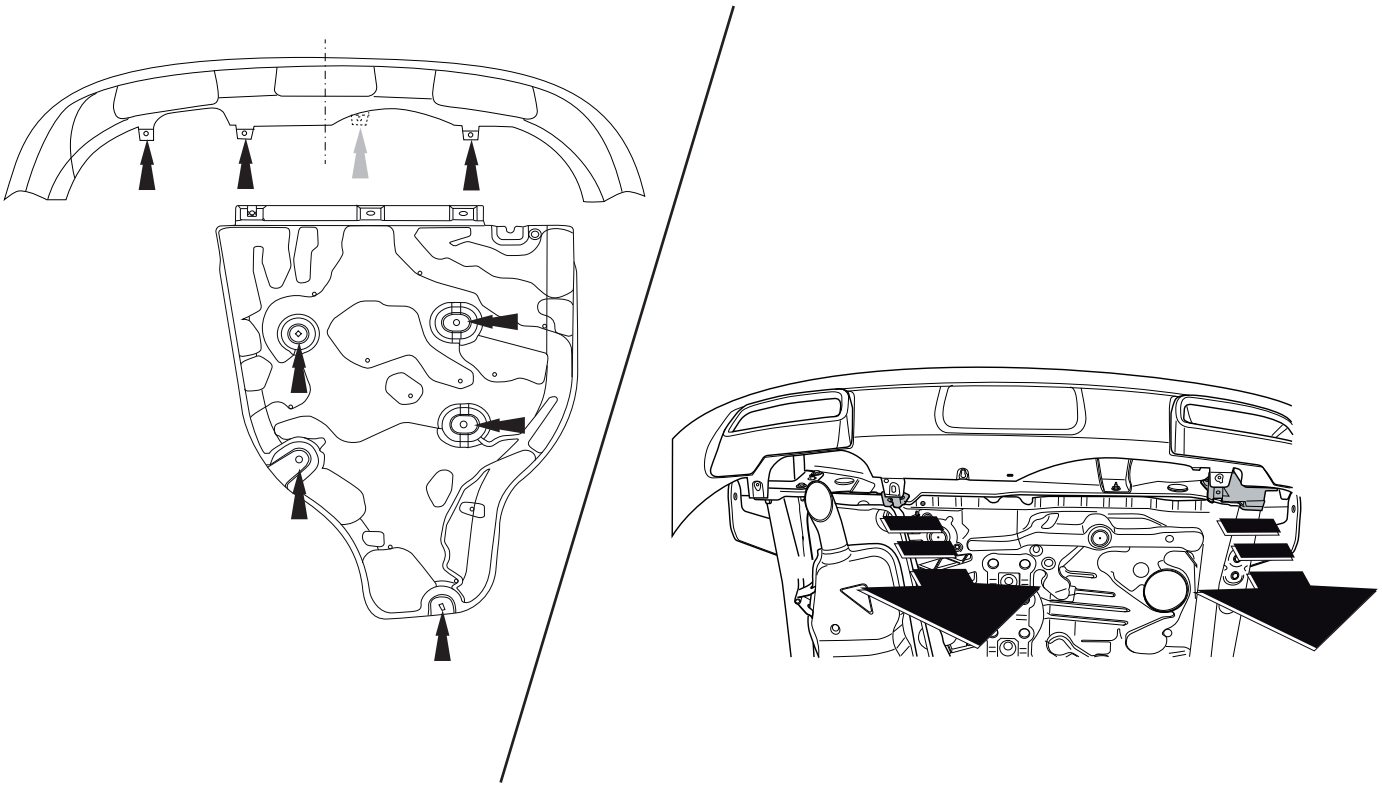

Fig. 1
3. Удалить болты, как указано на рис. 1.
4. Снять кронштейны бампера. См. рисунок 1.